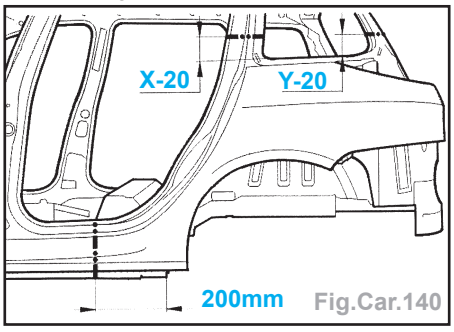

Fig.Car.140
- Tracer puis découper l'aile à l'aide d'une meule épaisseur 1 mm (coupe provisoire) (Fig.Car.140).